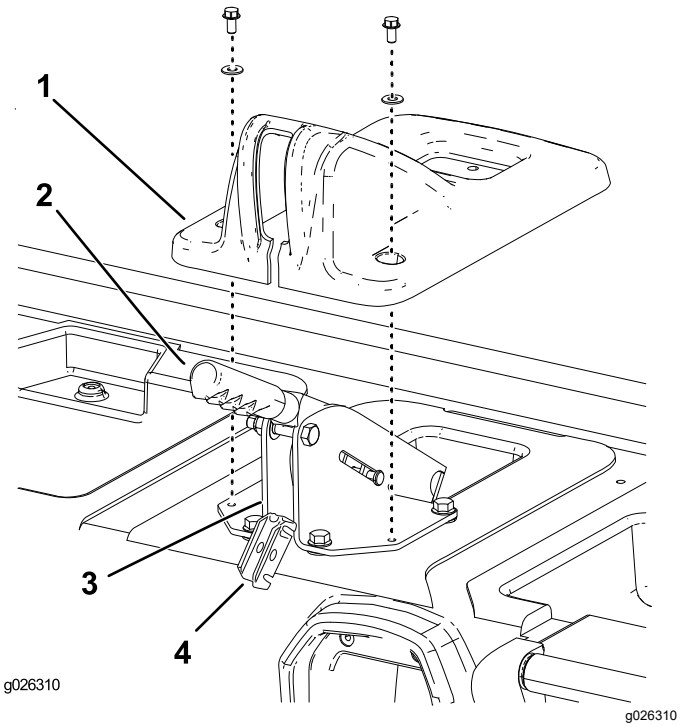

Figur 4
2. Lossa de två skruvarna och brickorna som fäster parkeringsbromsskyddet vid sätessockeln (Figur 4).
3. Lyft skyddet över parkeringsbromsspaken och bort från sätessockeln (Figur 4).
4. Ta bort den hårnålssprint som fäster bromskabelns utjämningsled bak på bromsspakens stödfäste (Figur 4).
5. Lyft bort utjämningsleden från stödfästet och haka av bromskablarna (Figur 4).
6. Lossa C-klämmorna som fäster bromskablarna bak på bromsspakens stödfäste (Figur 4).